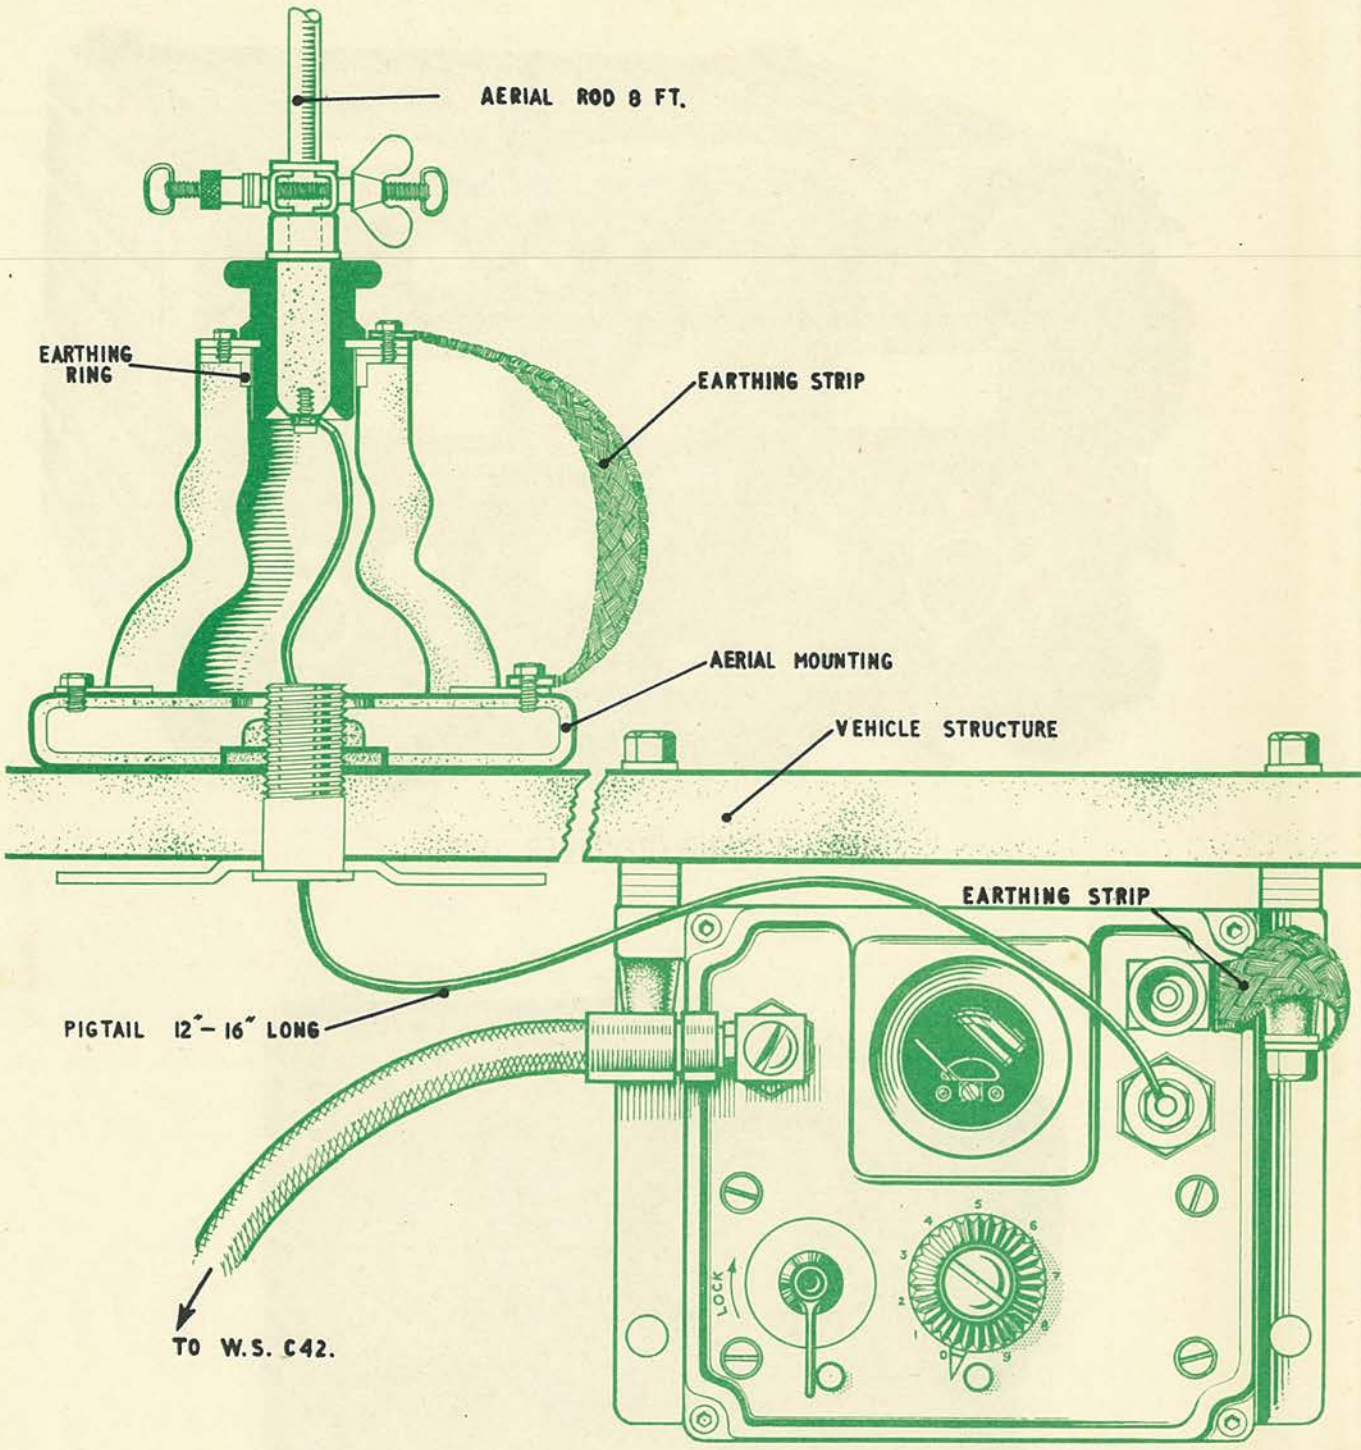

FIG. 2. AERIAL AND AERIAL TUNING UNIT
(3) The standard 8 ft. rod aerial is mounted on an Aerial base No. 28 which is in turn mounted on the vehicle (see Fig. 2). The aerial base No. 28 must be so mounted in relation to the Aerial Tuning Unit (see Section 6) as to suit the particular vehicle. Both the Aerial Base No. 28 and the Aerial Tuning Unit must also be properly earthed to the vehicle chassis by earthing strips of the correct length to suit the vehicle.
(a) That the free end of the pigtail, leading from the base of the rod, is connected to the aerial terminal of the ATU (See Fig. 2).
(b) That the earthing strips between the earthing ring of the aerial base and its mounting, and between the ATU and the vehicle structure, are in good order. (see Fig. 2).
(1) Fit the 8 ft. rod into the aerial base as shown in Fig. 2.
(2) Plug the headset into a socket on the control unit of the harness, and